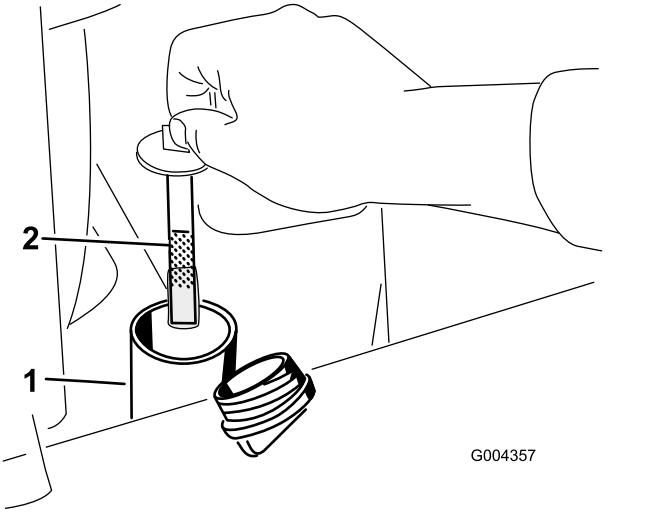

**Figure 62**
5. Remove the hydraulic-tank cap and dipstick (Figure 62).